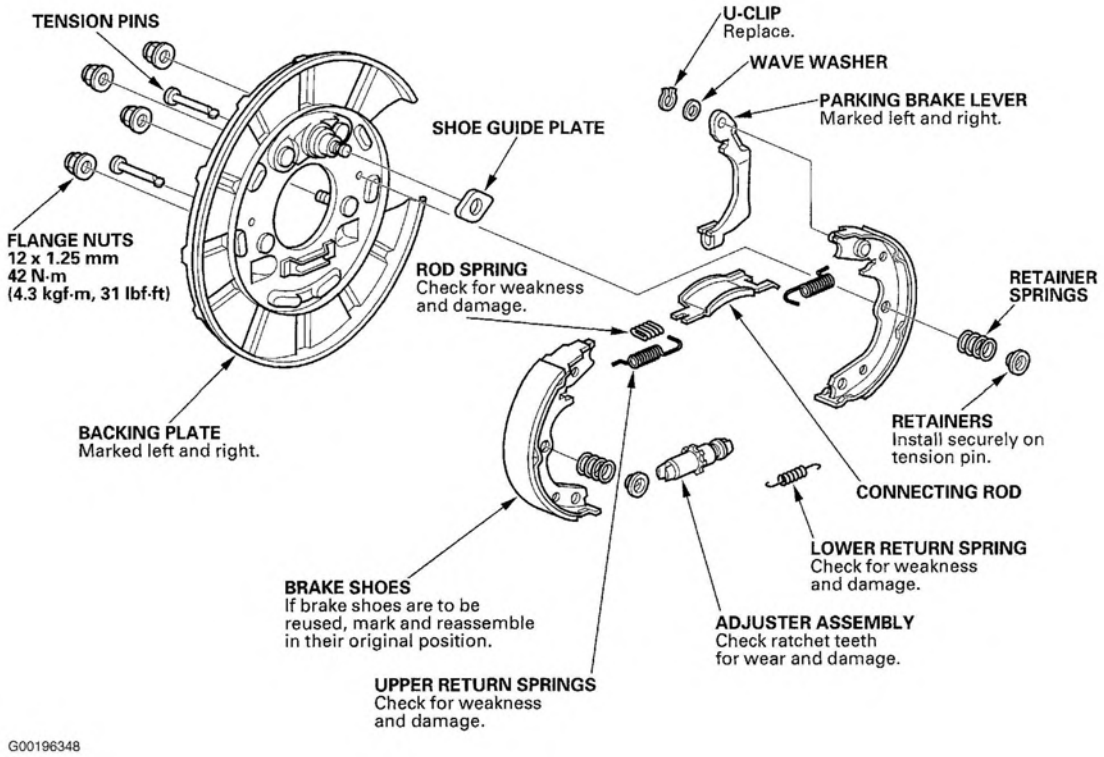
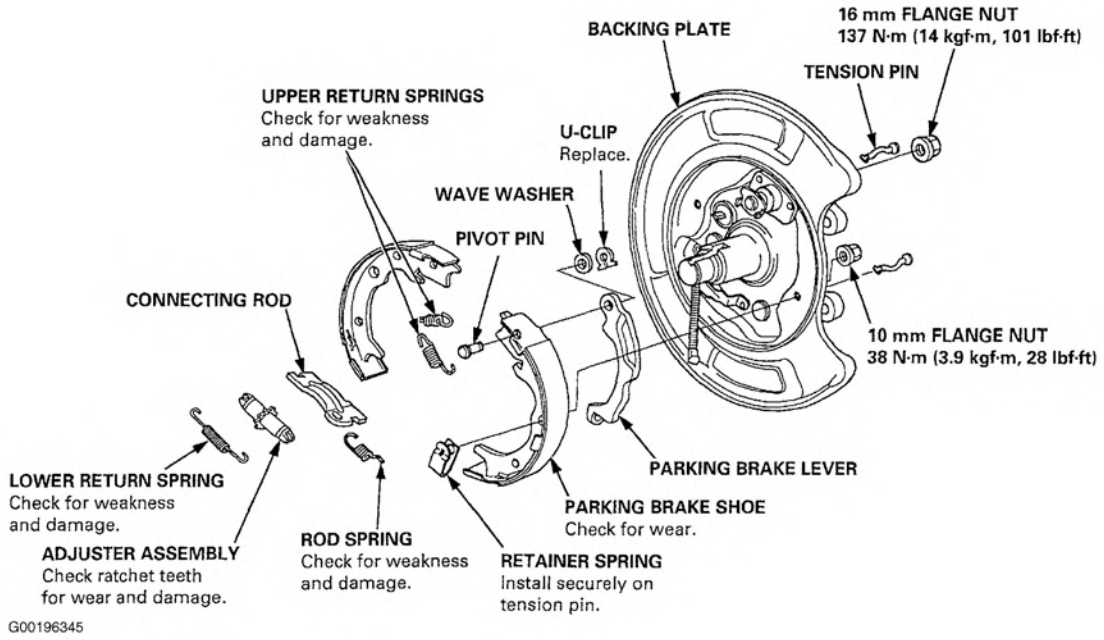
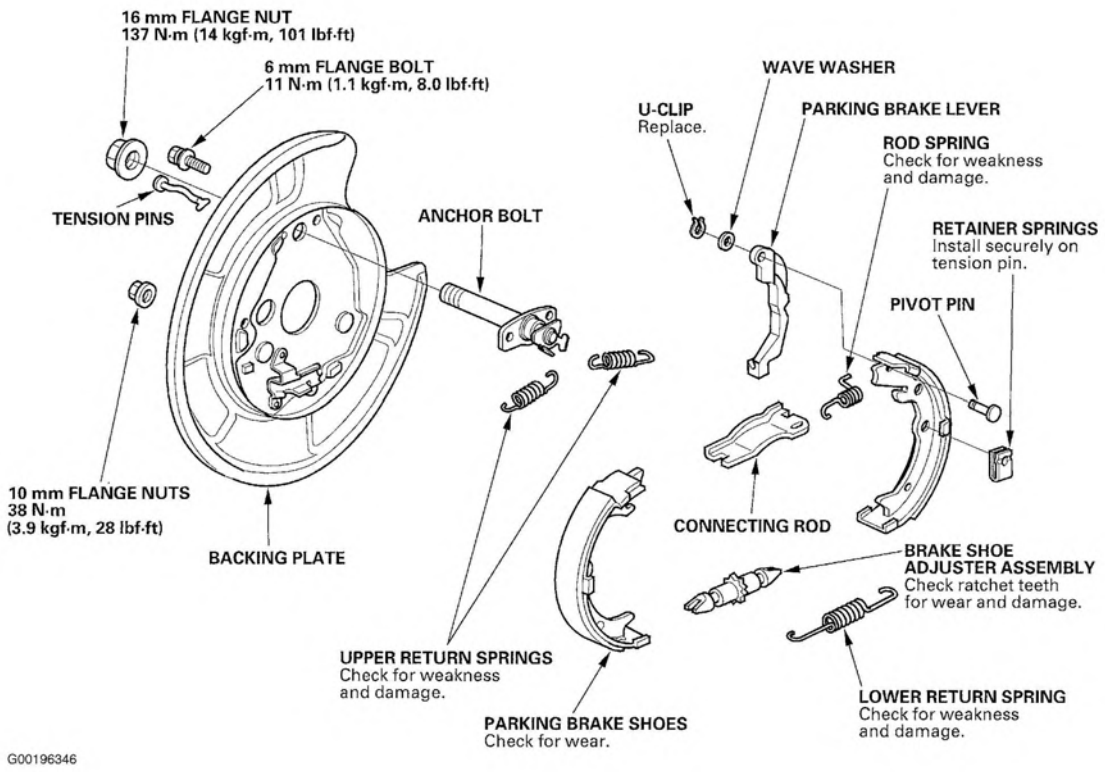

Fig. 17: Identifying Parking brake Components (MDX)
Fig. 18: Exploded View Of Parking Brake Components (3.5RL)
Fig. 19: Exploded View Of Parking Brake Components (3.2CL & 3.2TL)
2. Remove brake shoe upper return springs. Remove hold-down springs and tension pins. Remove upper connecting rod and rod spring. Lower parking brake shoes and remove lower return spring and adjuster. Disconnect parking brake cable from parking brake lever. Remove "U" clip, wave washer, parking brake lever, and pivot pin from brake shoes. See **Fig. 17** , **Fig. 18** and **Fig. 19** .